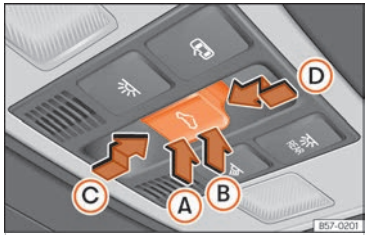

Fig. 66 On the interior roof lining: sunroof button.
The ⌓ ››› **Fig. 66** button has two levels. The first level switches the sunroof to the tilted position, opening or closing it fully or partially.
- Within approximately 5 seconds of having activated the roll-back function, press the ⌓ ››› Fig. 66 button to the second level in the direction of arrow Ⓓ until the sunroof closes completely.